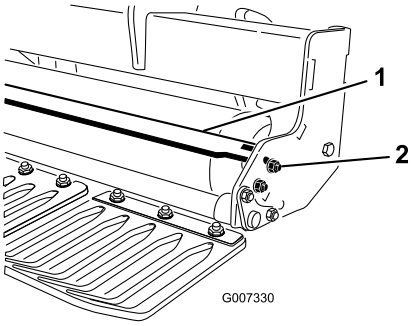

Figuur 13
1. Maak de bevestigingen los waarmee elk uiteinde van de schraper op het rolschraapvlak is bevestigd (Figuur 13).